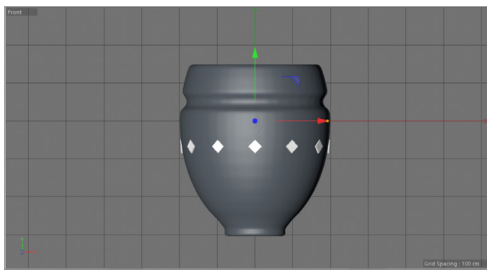

Figure 3-88 *Cloner placed on vase*
6. In the Attribute Manager, choose the **Transform** button and enter **-67** in the **P.Y** spinner in the **Transform** area. Next, enter **-6** and **-45** in the **R.P** and **R.B** spinners, respectively. *Cloner* is placed on *vase*, as shown in Figure 3-88.